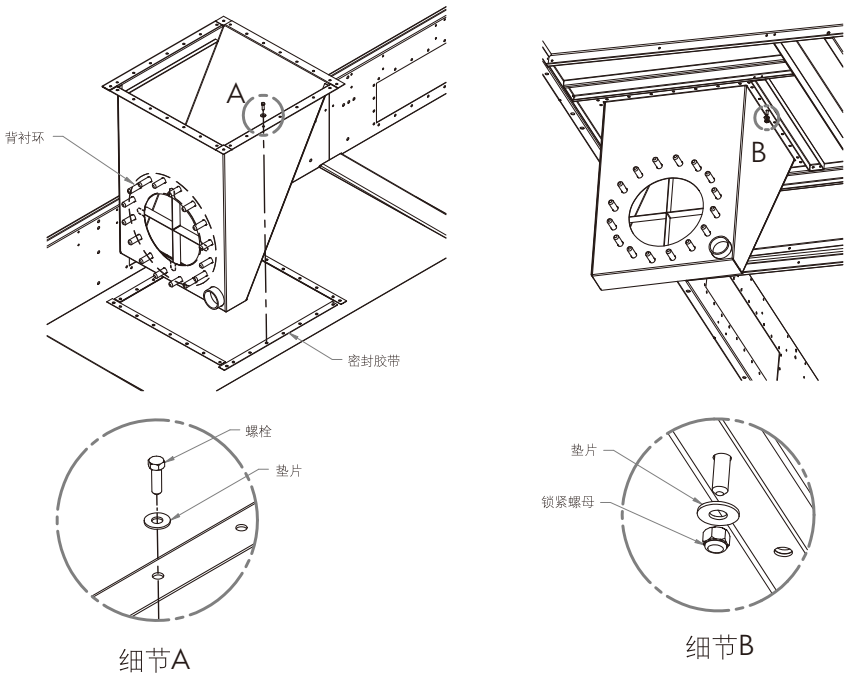

图 4 – 侧出水口下沉式集水盒的安装
1. 找到位于冷却塔水盘最底部的正方形开口，清洁开口表面并在开口周圈的螺栓孔上铺贴密封胶带，如**图4**所示。